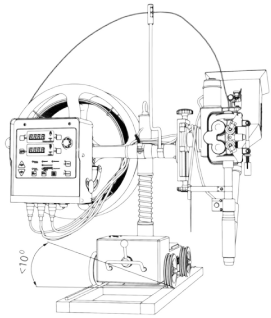

Рис. 8.13. Предельный наклон сварочного трактора.
• Наклон сварочного трактора не должен превышать 10° (см. рис. 8.13).